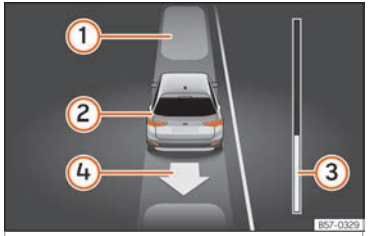

Abb. 287 Am Bildschirm des Kombi-Instruments: parallel zur Fahrbahn ausparken.
- Fahren Sie rückwärts, bis das Dauertonsignal des ParkPilot ertönt; **ODER:** fahren Sie zurück, bis am Bildschirm des Kombi-Instruments die Anzeige zur Vorwärtsfahrt erscheint. Die Fortschrittsanzeige ››› Abb. 287 ③ zeigt den zurückzulegenden Abstand an ››› Seite 335.